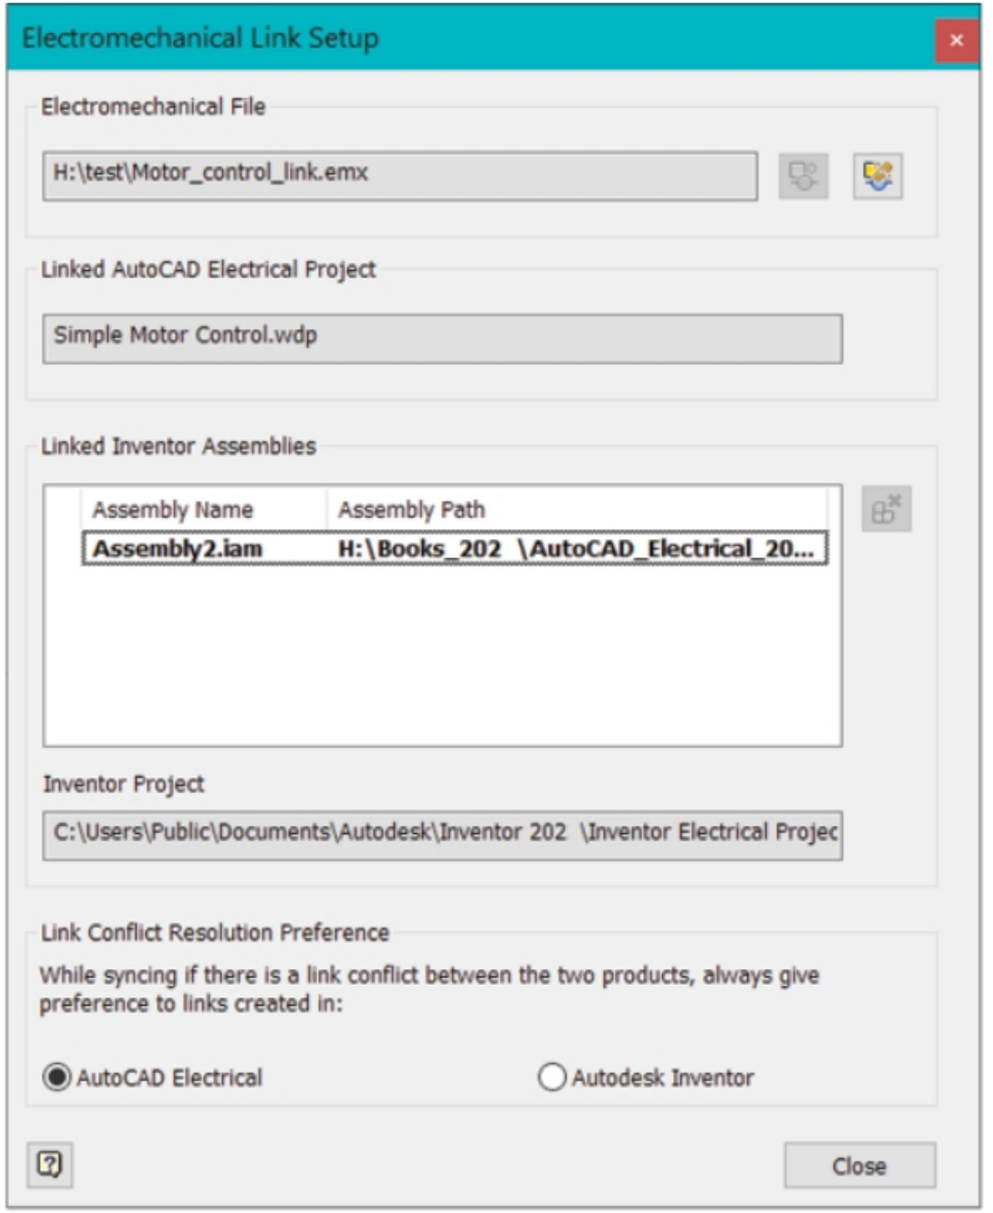

Figure-13. Electromechanical Link Setup dialog box with Inventor project selected
- Click on the **Yes to All** button and then on the **OK** button from the dialog box to save the changes. The **Electromechanical Link Setup** dialog box will be displayed; refer to Figure-13.